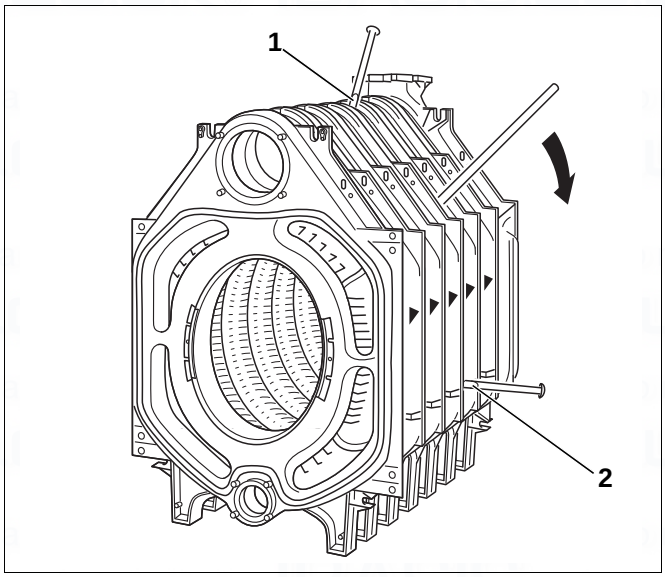

Fig. 27 Separate the boiler block
- Separate the boiler at the leak location by driving (knocking) in flat wedges or chisels between the sections at the points provided at the top and bottom (Fig. 27, [1] and [2] between the sections.